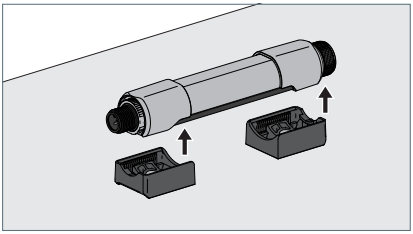

Fig. 8: Dismounting the device.
- ▶ Turn the device with the protective cover pointing to the mounting surface and remove the luminaire from the holders, see Fig. 8.